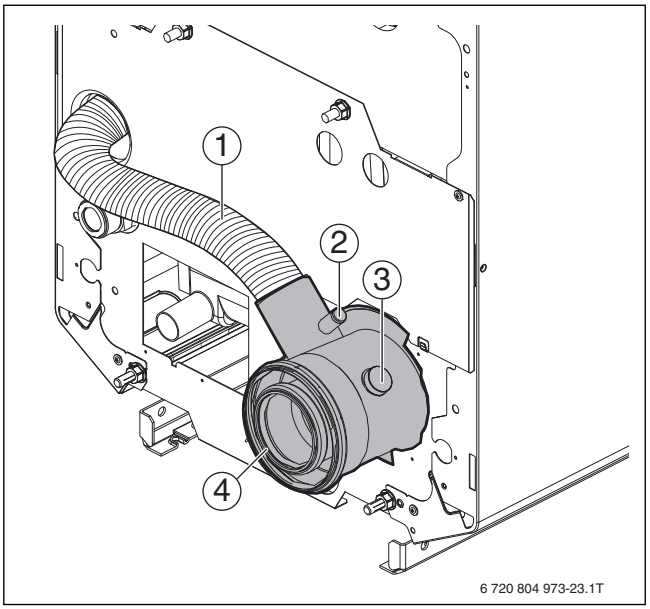

*Bild 22 Luft-Abgas-Stutzen*
Die Messungen erfolgen grundsätzlich im Luft-Abgas-Stutzen (→Bild 22, [3]).
- ▶ Messfühler durch die Messöffnung im Abgas-Anschlussstutzen bis in den Kernstrom (Mitte Abgasrohr) des Abgases eintauchen (höchste Abgastemperatur) (→ Bild 22, [3], Seite 16).